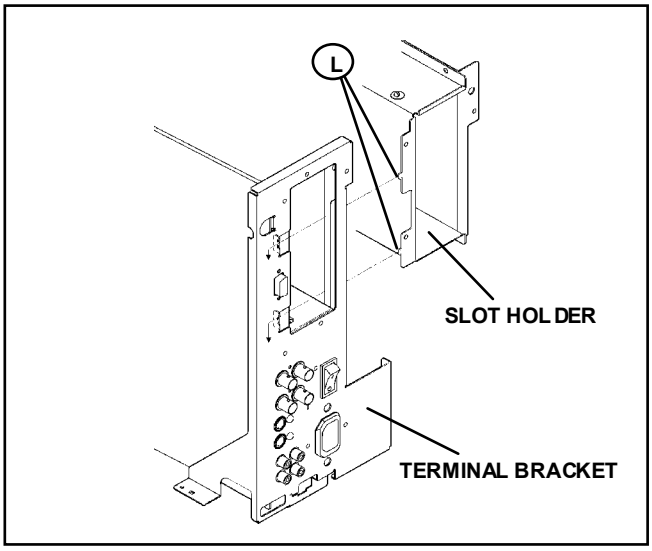

Fig.2
2. As shown in Fig.2, lift the slot holder slightly, and remove the claw marked Ⓛ attached slot holder with the terminal bracket.